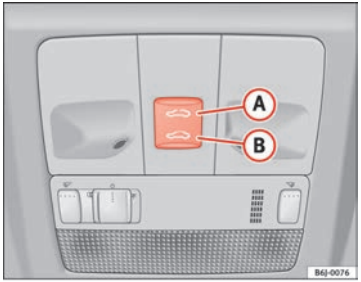

Fig. 52 Panorama/tilting sunroof
– Press and hold button (B) ⇒ fig. 52 ⇒ ⚠. The roof starts to close until the button is released.